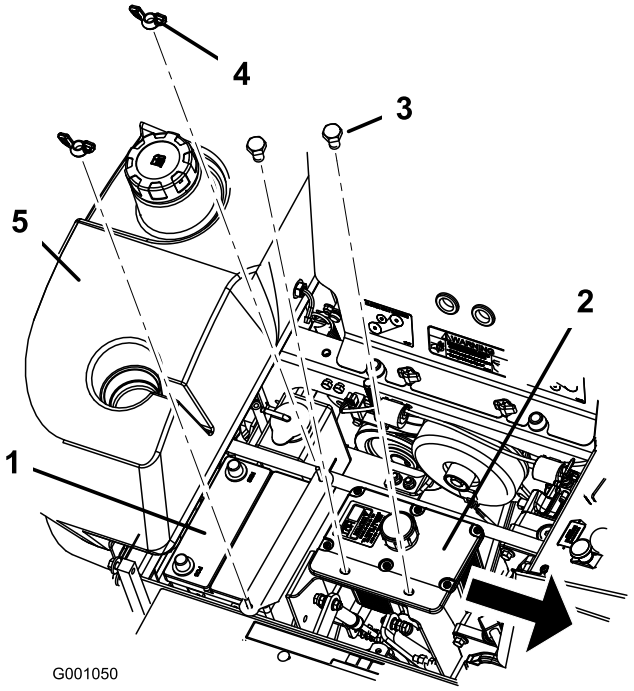

Figuur 53
6. Maak beide vleugelmoeren los (1/4 inch) waarmee de accuklembeugel is bevestigd (Figuur 53.
7. Draai de twee bouten los waarmee de hydraulische tank is vastgezet (Figuur 53).
1. Plaats de accu in een bak met de accupolen van de hydraulische tank af (Figuur 53).
6. Zet de accu vast met J-bouten, een bevestigingsband, 2 ringen (1/4 inch) en 2 vleugelmoeren (1/4 inch) (Figuur 53).